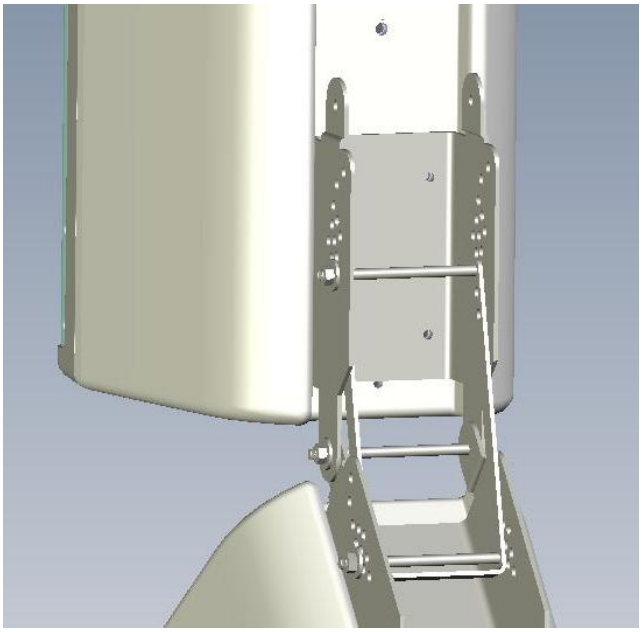

FIGURE 2
2. Remove the 4 M10 bolts from the positions as shown (Figure 2). Two each are removed from each loudspeaker enclosure (top).
Figure 2 shows the DF-IM bracket assembly. This bracket assembly consists of the following parts: